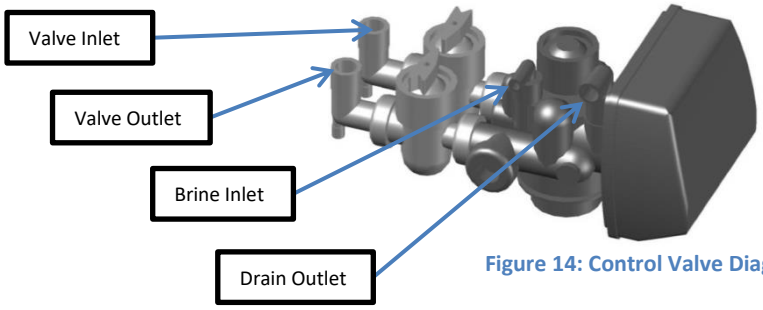

Figure 14: Control Valve Diagram
C. A red latch with a Polytube insert attached is placed under the brine inlet of each valve. Place this insert in the brine line before connecting it to the brine inlet. (Figure 14)
A. Pipe or tube a line from the Control Valve Drain (Figure 14) to the drain. Refer to section 9 for the proper sized drain line.